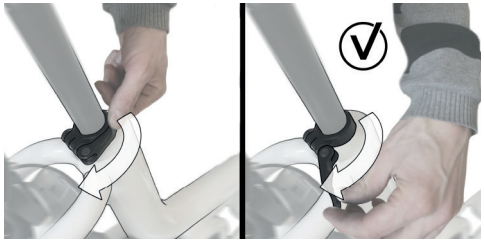

Abbildung 6 : Öffnen des Schnellspanners der Sattelstütze
1. Öffnen Sie den Schnellspanner der Sattelstütze **49** an der Sattelstützenklemme. Die Sattelstütze sitzt nun lose im Rahmen (siehe Abbildung 6).